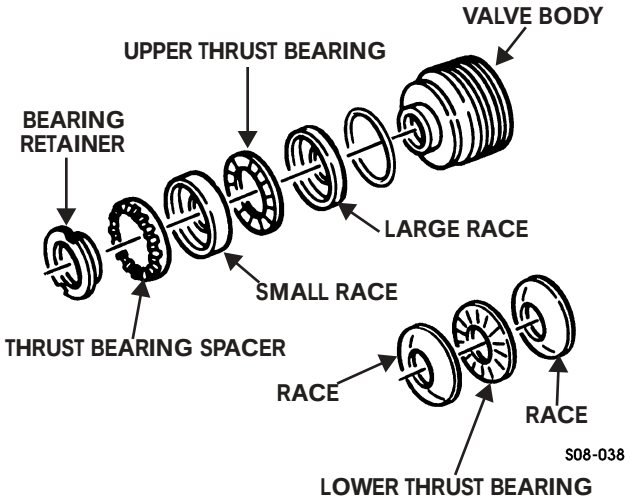

Figure 8-47: Bearing Retainer
8. Inspect bearing retainer, thrust bearing spacer, small race, upper thrust bearing, and large race for damage. Replace all items if one item is damaged (Figure 8-47).